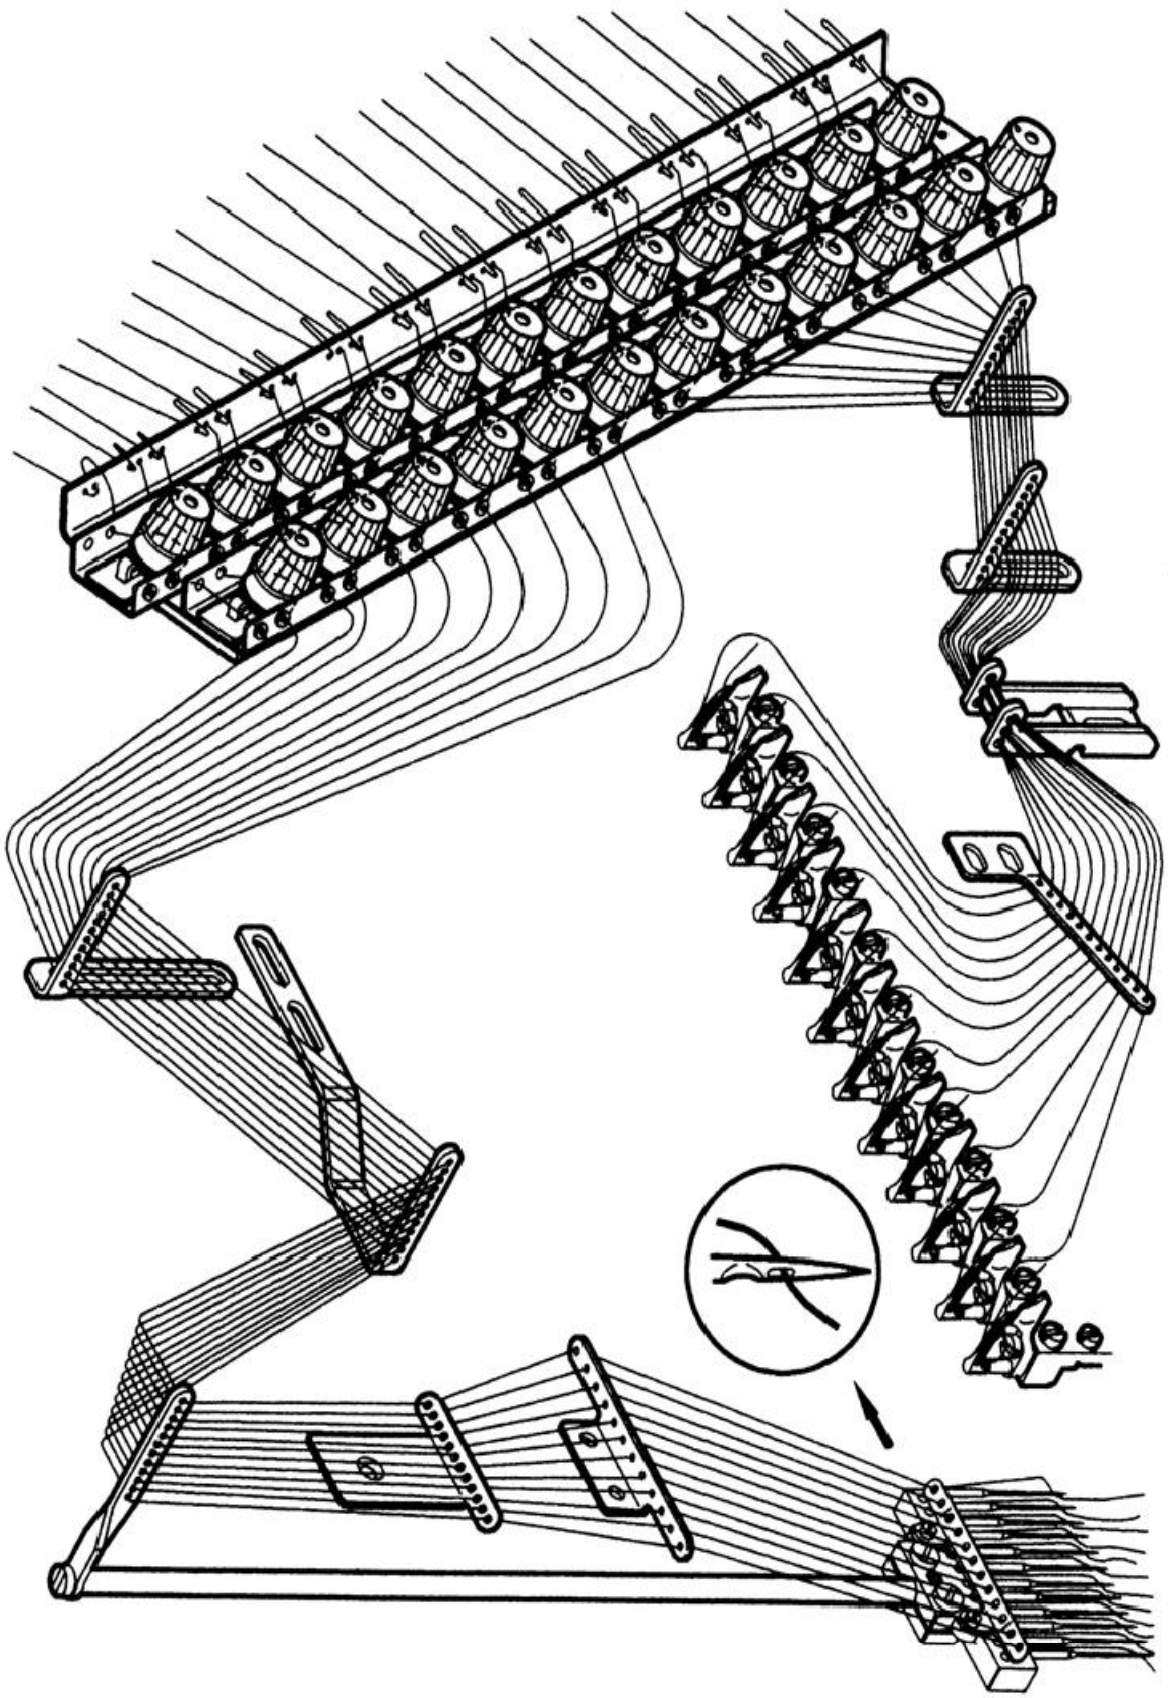

图8
1. 请按照（图 8）（下页）给缝纫机穿线。穿线错误将引起断线，跳针或线迹不平坦等现象。